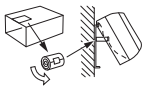

Fig. 5
6) Inserire il tubo di scarico nella manica foro muro (C) e agganciare la parte superiore dell'unità interna alla piastra di installazione (1). Quindi, spostare completamente l'unità interna sulla sinistra in modo da facilitare il posizionamento della tubazione nello spazio sul retro dell'unità.
7) Ritagliare un pezzo di cartone dalla scatola di spedizione, arrotolarlo, agganciarlo sul costolone posteriore e utilizzarlo come distanziatore per sollevare l'unità interna. (Fig. 5)
8) Collegare il tubo del refrigerante al tubo di estensione (B).
9) Inserire la parte inferiore dell'unità interna nella piastra di installazione (1).